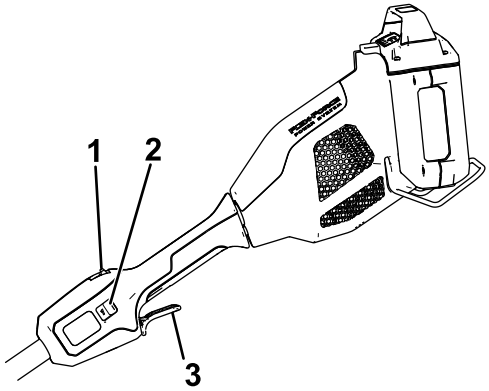

Figure 8
4. Pour mettre l'accessoire en marche, appuyez sur le bouton de verrouillage, puis serrez la gâchette de marche (Figure 8).
Pour arrêter le taille-haie, relâchez la gâchette (Figure 8). Patientez au moins 5 secondes jusqu'à l'arrêt complet de la lame.